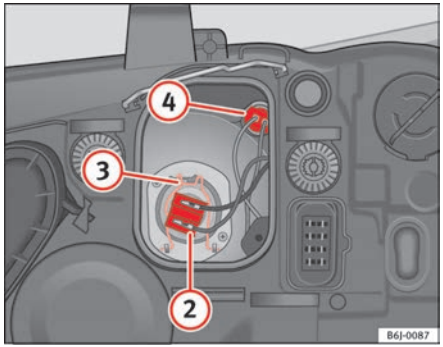

Fig. 146 Side lights
– Remove the connector ⇒ fig. 146 (2) from the bulb.
– Disengage the retainer spring ⇒ fig. 146 (3) pressing inwards to the right.